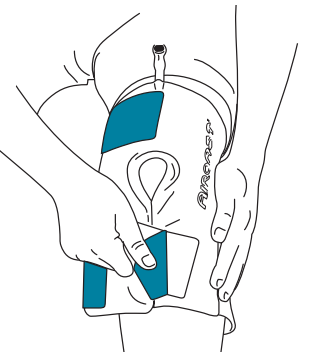

Abbildung 2
2. Cryo/Cuff Manschette immer im LEEREN Zustand anlegen (Abb. 2) 17
2. Cryo/Cuff Manschette immer im LEEREN Zustand anlegen (Abb. 2)